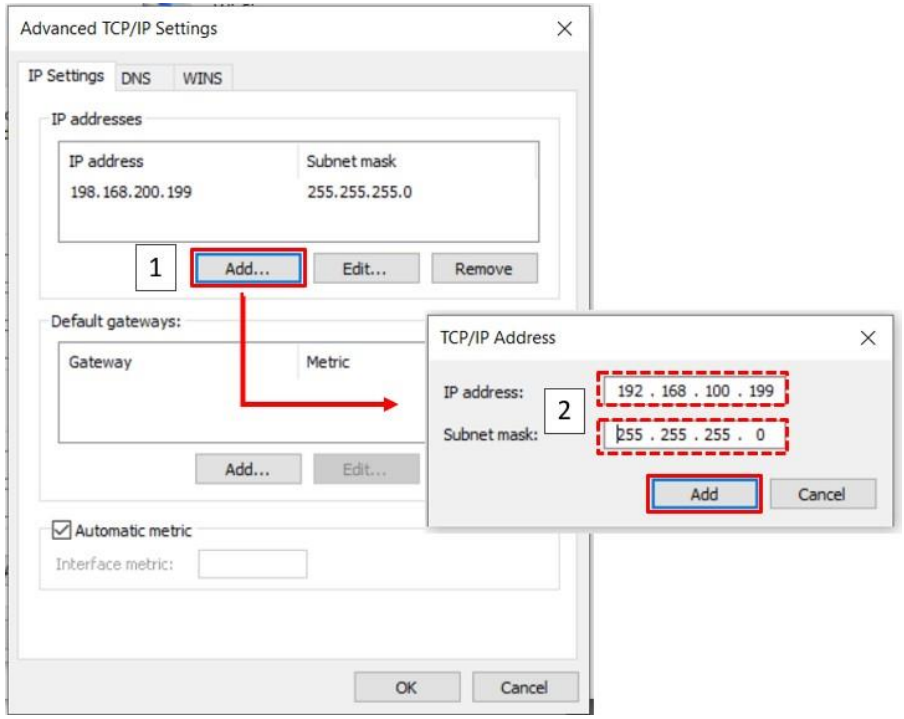

图42+高级TCP/IP设置窗口
- 通过单击 Advanced... 按钮（图41），将显示TCP/IP设置窗口（图42），允许添加相机IP地址。为了
这样做，用户必须点击 Add... 按钮（图42），并填写显示的窗口字段上报告图。42：子网掩码字段将通过单击其中自动编译。一旦所有字段都填满
Add... 必须按下按钮（图42）。